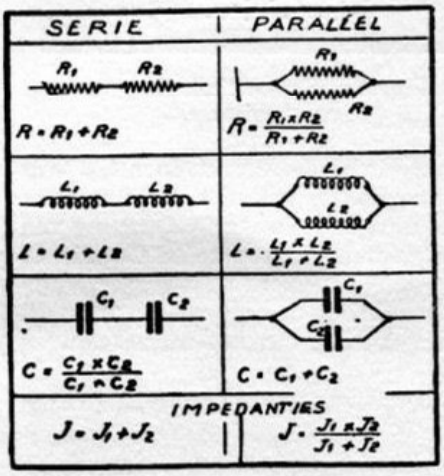

Fig. 15. Tabel van de eigenschappen der weerstanden, zelfinducties en capaciteiten en van hun impedanties bij serie- of parallel-schakeling.
W. — Dat was te voorzien. Ik heb daarom voor jou een tabelletje geteekend, waarin de eigenschappen zijn samengevat van de weerstanden, condensatoren en zelfinducties, in serie of parallel geschakeld, mèt hun impedanties (fig. 15).